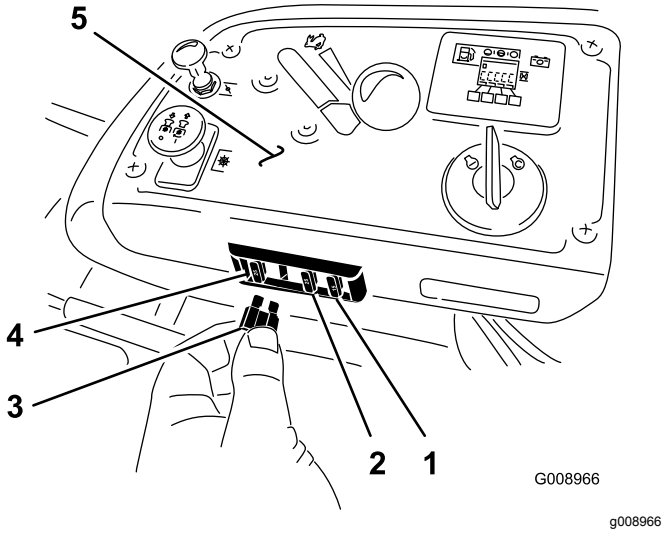

Figur 58
1. Sikringerne er placeret på højre konsol ved siden af sædet (Figur 58).
3. Isæt en ny sikring (Figur 58).